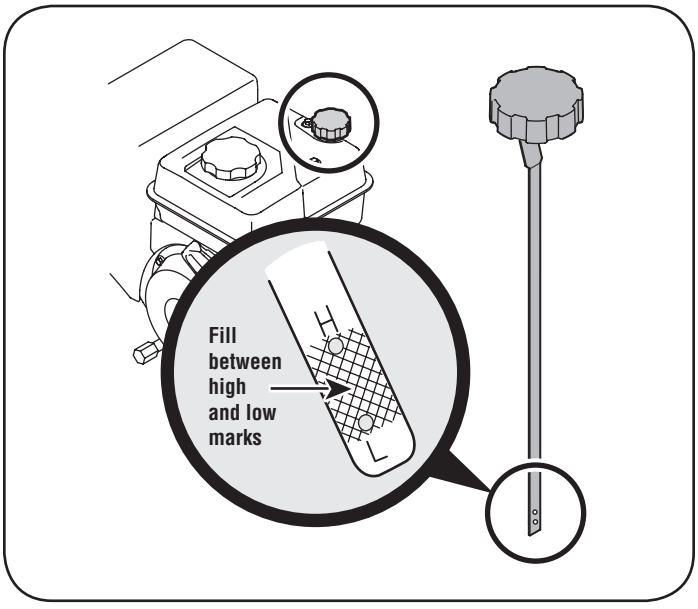

Figura 16
3. Retire el tapón de llenado de aceite. Si el nivel está bajo, agregue aceite lentamente hasta registros de nivel del aceite entre alto (H) y bajo (L). Vea la Figura 16.